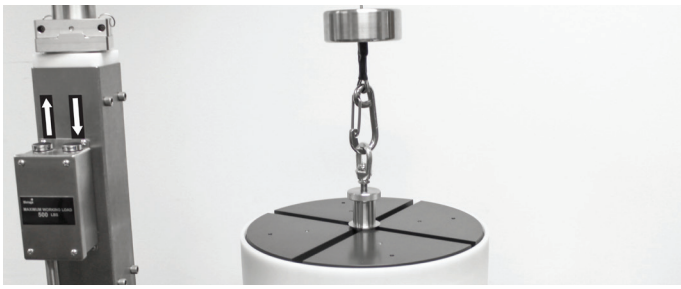

Figure 28. The hoist control box and the hoist safety hook attached to the cartridge tool.
8. Move the hoist arm so that the safety hook is centered over the cartridge tool and then fasten the hook to the tool's eyebolt; see Figure 28.
10. Press and hold the ⇧ button on the hoist control box (see Figure 28 on page 19) until the cartridge is clear of the shipping container and to a height that will let it clear the top of the radial compression barrel.